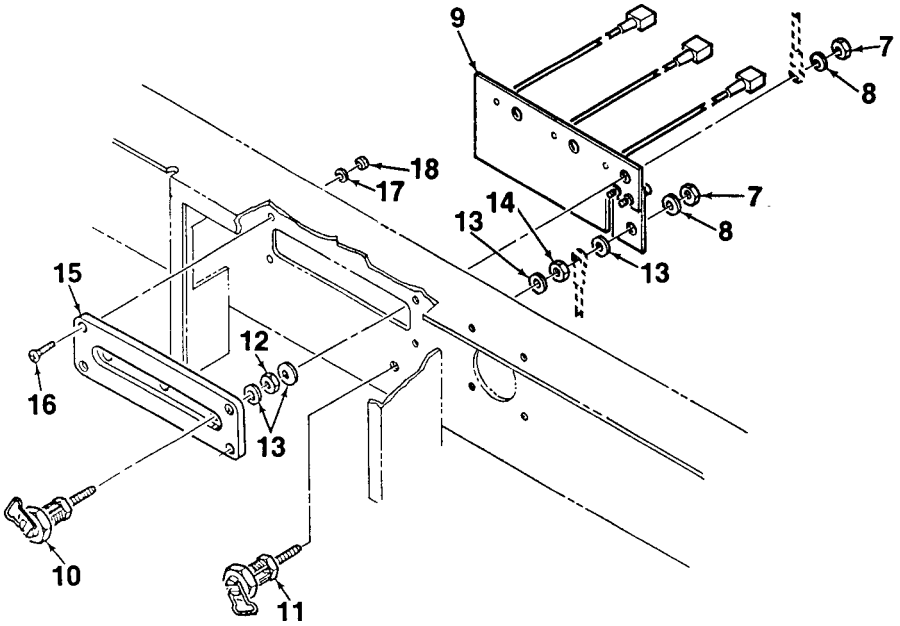

Figure 4-24. Output Terminals / Filter
1. Install load terminals (10, Figure 4-24) using nuts (12) and washers (13). Install ground terminal (11, lower right hand hole) using nut (14) and washers (13).
2. Mate load board (15) to generator set skid base. Secure using four screws (16), washers (17), and locknuts (18).
3. Install EMI filter (9) onto load and ground terminals (10, 11). Secure using four nuts (7) and washers (8). Connect EMI filter connectors.